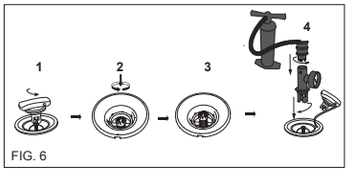

FIG. 6
1. Inflate the board by unscrewing the cap of the air valve (FIG.6 POS.1). Ensure that the inner spring valve is not depressed. If it is depressed (FIG. 6 POS. 2), press the spring valve and turn counter clockwise so the inner spring valve is in the correct position (FIG.6 POS. 3). Attached the pressure gauge onto the hose and the hose to the inflate position on the high-pressure hand pump. Inflate the board to 0.23 bar (3.34 psi). After inflation, screw the cap of air valve (FIG.6 POS. 4)